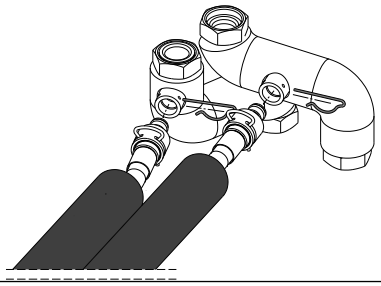

fig. 48
- innestarvi i tubi flessibili con riduzione fissandoli con le mollette precedentemente rimosse (fig. 48);
- Innestare le due riduzioni con OR sulle estremità dei tubi flessibili e fissarle con le mollette (**E)** fornite nel kit (fig. 48)